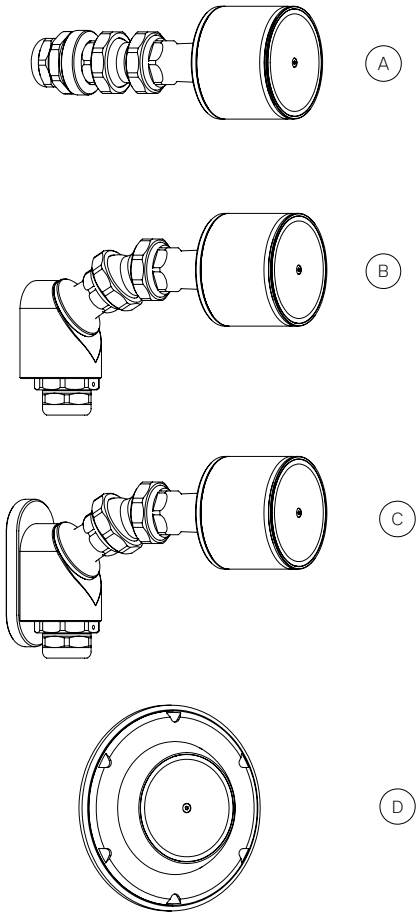

Figure 6
- The flex arm mount (trough-wall mounting) (Fig. 6-A) is ideal for installation in a sheet metal wall with a direct supply line feed-through.
- The flex arm mount (magnetic mounting) (Fig. 6-C) is ideal for simple and quick mounting without modification to the machine tool, in particular for tests or selecting a suitable installation location. For permanent installation, fixed mounting is recommended. To do this, remove the magnetic shoe; the holder then corresponds to the "pre-wall mounting" version.
- The ball head mount (Fig. 6-D, shown without tool and without counter holder) is designed for installation in a sheet metal wall. Thanks to its flat and chip-repellent contours, comparatively few chip nests occur when using this mount. The holder has a spherical cup holder that makes it compatible with all camera head variants. The maximum inclination is ± 20° to the axis of the drill hole. The camera head can be mounted with an orientation of 0–360°.